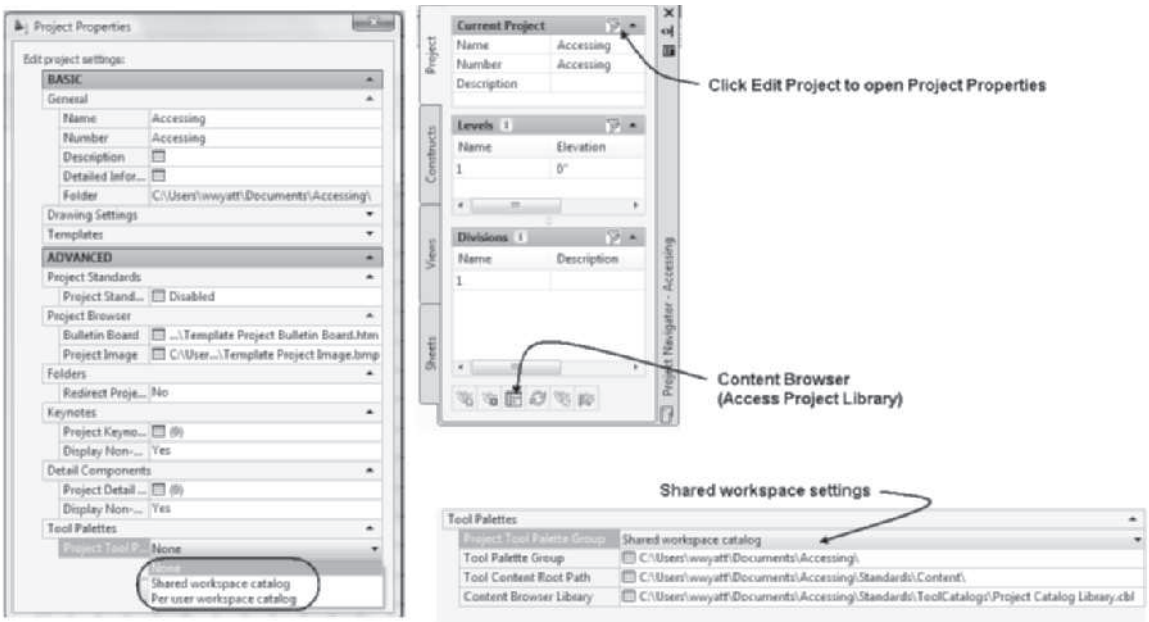

FIGURE 10.31 *Editing the Project Properties to access the Project Catalog Library*
1. Select the Project tab of the Project Navigator. Click the **Edit Project** button, shown in Figure 10.31, to open the **Project Properties** dialog box.
Projects created from the project templates provided include a Standards folder. The Standards folder is placed in the project for CAD Management to store palette information and drawing content that can be used in the project. The Project Library and Project Catalog is created within the Standards\Tool Catalogs folder of a project. The Content Browser button located on the Project Navigator (see Figure 10.31) provides access to this tool catalog by default. Drawings that include styles for standardization can be placed in the Content folder and used during project synchronization. You can use the **AecToolCatalogGenerator** command to create tools from objects that have been used in a standard drawing or all drawings of a project. The steps to creating a self-contained project are described below.